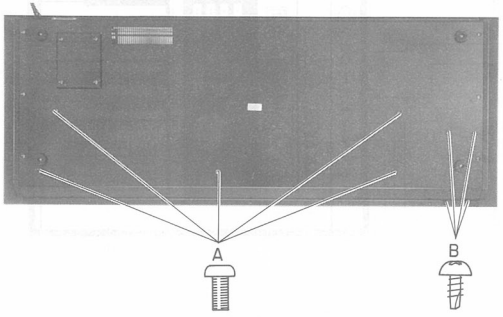

Fig. 2-3
2-2. How to dismantle the Keyboard Block and bend Panel Block. (Refer to Fig 2-3)
1) Remove the screws in group A (5 screws) for the Keyboard Block, and the screws in group B (4 screws) for the Bend Panel Block (Refer to Fig. 2-3)